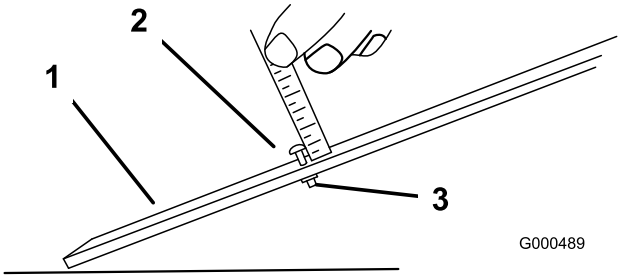

Figur 49
3. Lossa muttern på mätstången (Figur 49) och ställ in justerskruven på önskad klipphöjd. Avståndet mellan skruvhuvudets nedersta del och stångens ovansida är lika med klipphöjden.